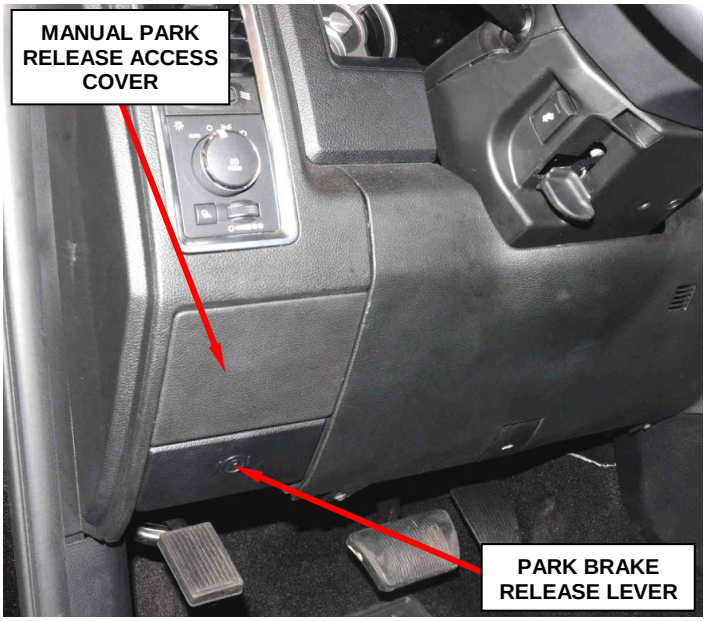

Figure 2 - Manual Park Release Access Cover
a. Remove and save the transmission manual park release access cover (Figure 2).